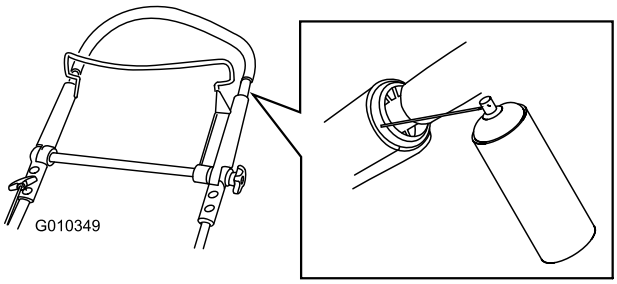

Figur 43
1. Spreja den yttre plaständen på det inre handtaget (Figur 43).